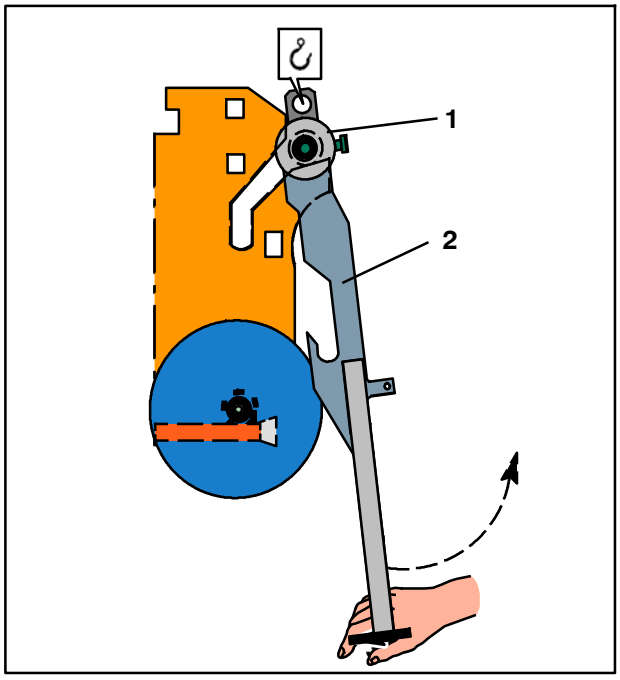

Fig. 148 Dispositif de suspension
17. Actionner la grue d'atelier et soulever le dispositif de suspension (Fig. 148/2) jusqu'à ce que les galets de guidage (Fig. 148/1) du dispositif de suspension soient sortis des guidages forcés, en maintenant simultanément le dispositif de suspension écarté de l'arbre - éviter tout basculement